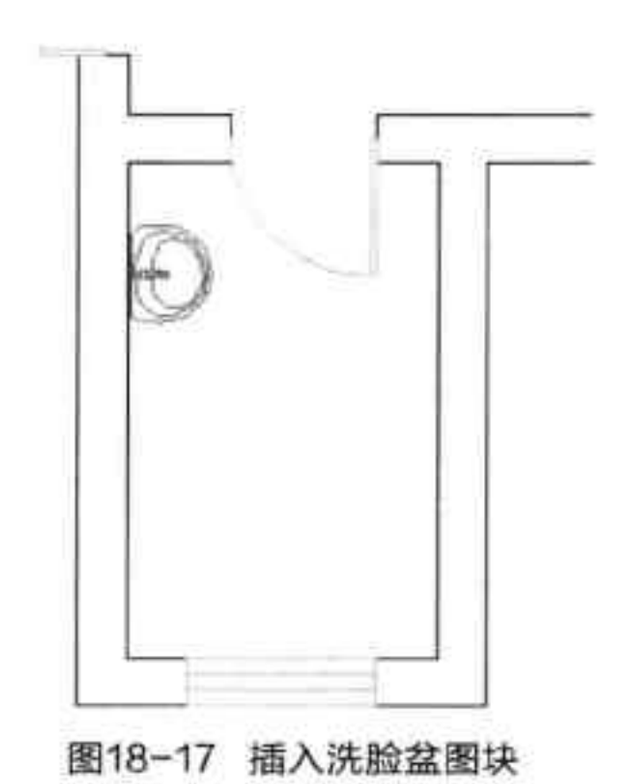

图18-17 插入洗脸盆图块
Step 17 指定完成后，即可插入洗脸盆图块，结果如图 18-17 所示。